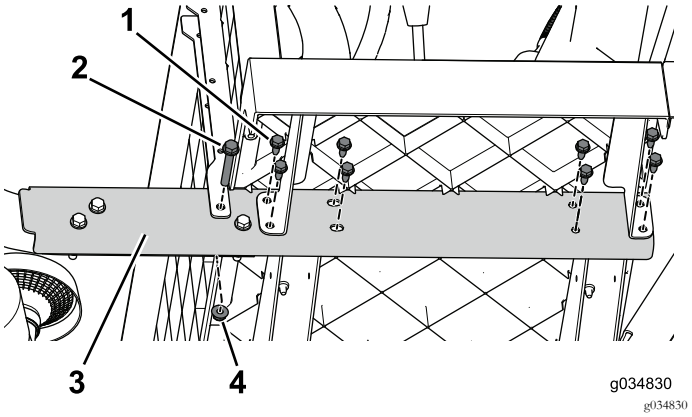

Figure 16
2. Retirez les boulons à embase (3/8" x 2½") et les écrous qui fixent le longeron à la machine (Figure 16). Procédez de même des deux côtés de la machine.
3. En progressant de l'avant vers l'arrière, retirez les boulons à embase (5/16" x ¾") qui fixent le longeron à la machine (Figure 16). Procédez de même des deux côtés de la machine.